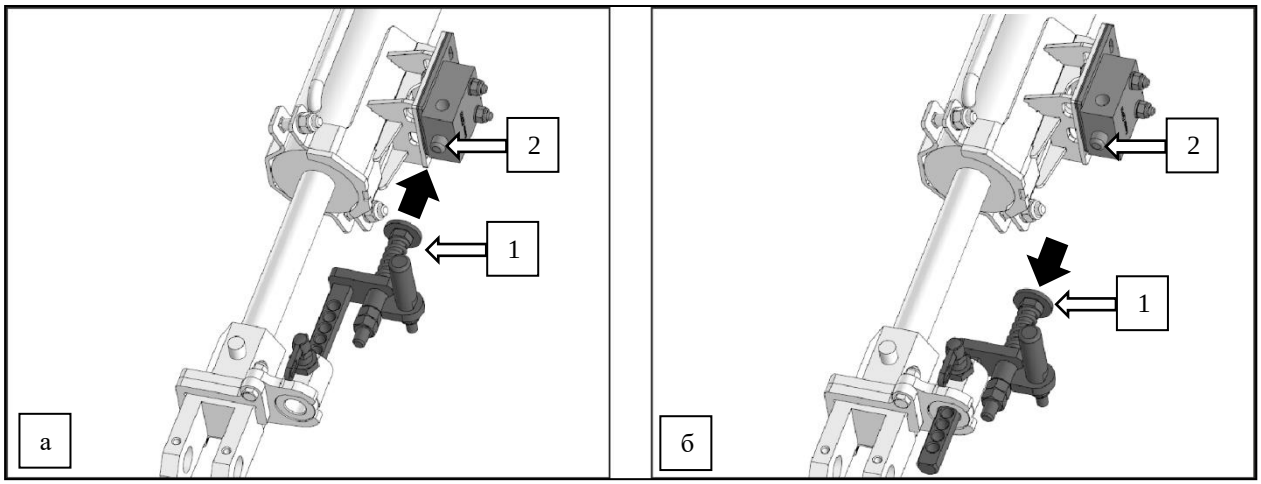

Рисунок 38 – Положения толкателя:
Установка толкателя (1) ближе к клапану (2) – ограничивает движение высевающей секции при небольшом значении давления на рабочие органы, рис. 38 а.
Установка толкателя (1) дальше от клапана (2) – ограничивает движение секции при более значительном давлении на рабочие органы, рис. 38 б.